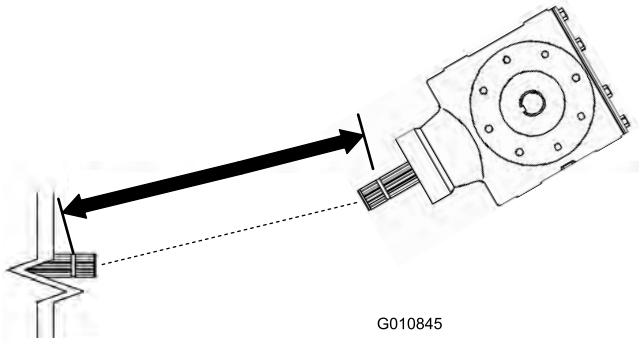
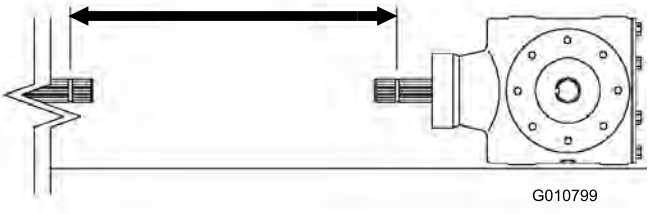
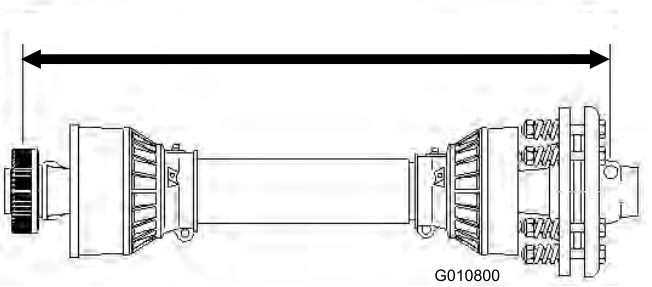

Figur 10
Figur 12
Figur 13
3. Mål avstanden fra avlastingen på enden av traktorens kraftuttaksaksel til avlastingen på kraftuttaksakselen til luftemaskinens girkasse (Figur 10). Noter denne avstanden. Eksempel: 67 cm.
5. Mål avstanden fra avlastingen på enden av traktorens kraftuttaksaksel til avlastingen på kraftuttaksakselen til luftemaskinens girkasse (Figur 12). Noter denne avstanden. Eksempel: 70 cm.
6. På kraftuttakvinkelen måler du avstanden fra midten av låsetappballen i den ene enden til midten av låsetappknappen i den andre enden (Figur 13). Noter denne avstanden. Eksempel: 81 cm.
7. Bruk den minste av de to målingene i Figur 12 og Figur 10, trekk fra denne avstanden fra avstanden i Figur 13. Eksempel: 81 cm minus 67 cm er lik 14 cm.